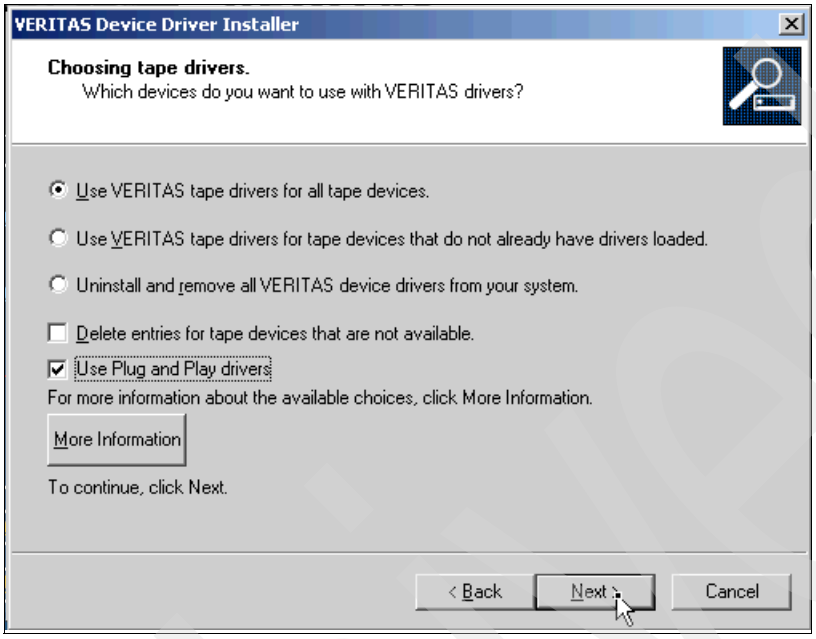

Figure 4-76 Installing the Veritas device driver
3. If you previously installed IBM tape device driver, select the **Use VERITAS tape drivers for all tape devices** option when installing the Veritas device drivers as shown in Figure 4-76. With this option, all tape devices will be assigned a Veritas driver, regardless of whether an IBM driver was installed. Click **Next**.